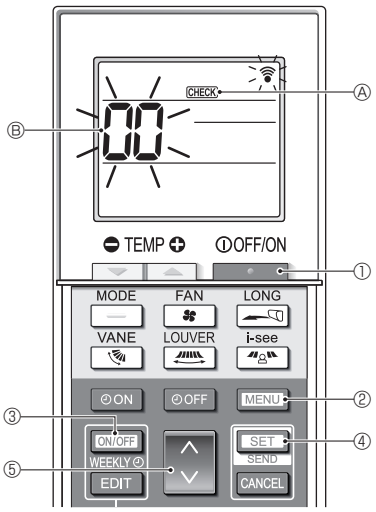

Fig. 7-6
7.3.2. Pour la télécommande sans fil (Fig. 7-6)
■ **Auto-vérification (Fig. 7-6)**
1. Appuyez sur le bouton [ ] ① pour arrêter le climatiseur.
- Si la minuterie hebdomadaire est activée (WEEKLY est affiché), appuyez sur le bouton [ON/OFF WEEKLY] ③ pour la désactiver (WEEKLY disparaît).
2. Appuyez sur le bouton [MENU] ② pendant 5 secondes.
3. Appuyez sur le bouton [◇] ⑤ pour sélectionner l'adresse de réfrigérant (adresse M-NET) Ⓑ de l'appareil intérieur pour lequel vous voulez effectuer l'auto-vérification.
4. Appuyez sur le bouton [SET] ④.
5. Appuyez sur le bouton [ ] ①.